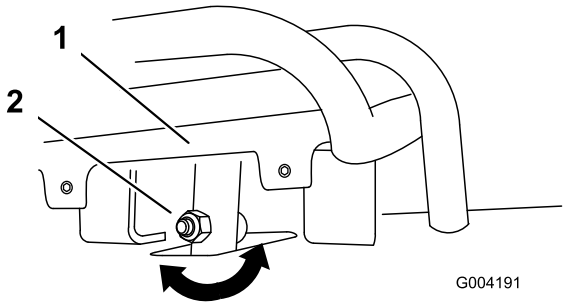
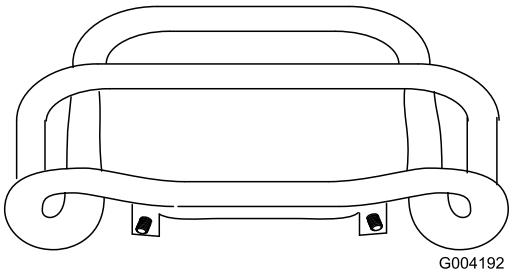

Figur 55
Figur 56
4. Om drivreglagets främre del inte ligger tätt intill och i rät vinkel mot referensstaven lossar du flänsmuttern och skruven på drivreglagets skaft (Figur 55).
5. Justera drivreglaget så att det ligger tätt intill mot referensstaven när det dras rakt bakåt (Figur 55 och Figur 56).
C. Lossa flänsmuttern och skruven på drivreglagets skaft (Figur 55).
I. Justera drivreglaget så att det ligger tätt intill mot referensstaven när det dras rakt bakåt (Figur 55 och Figur 56).